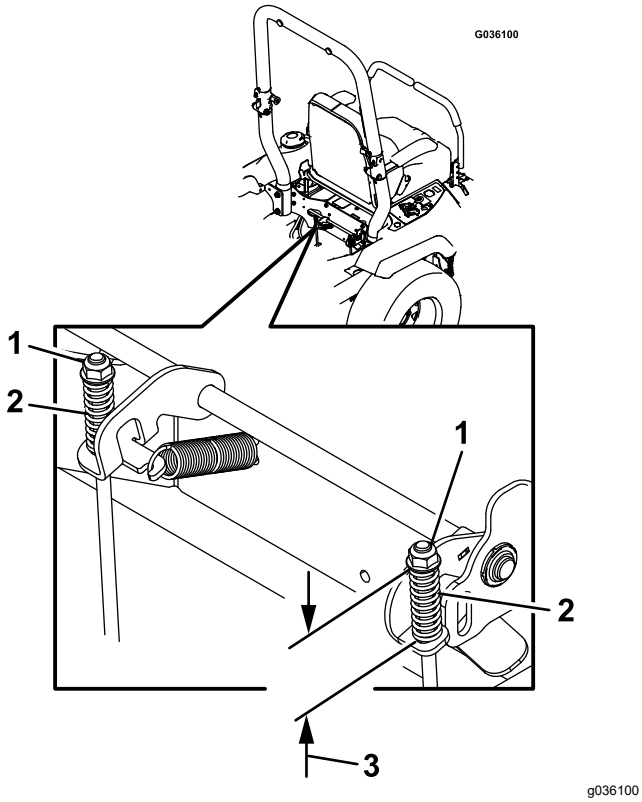

Figure 72
7. Contrôlez les deux longueurs de ressort comme montré à la Figure 72. Si un réglage est nécessaire, tournez l'écrou supérieur dans le sens horaire pour raccourcir le ressort, et dans le sens antihoraire pour l'allonger.